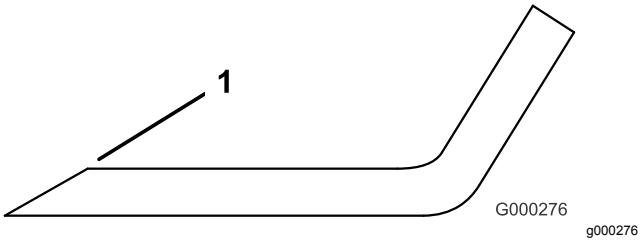

Figuur 101
1. Gebruik een vijl om de snijranden aan beide uiteinden van het mes te slijpen (Figuur 101).